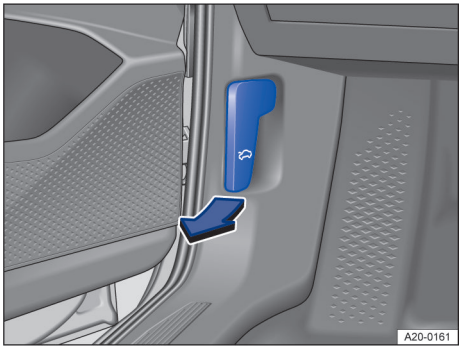

Fig. 191 Au plancher gauche : levier de déverrouillage du capot avant (schéma de principe)
2. Ouvrez la porte avant gauche et tirez le levier de déverrouillage dans le sens de la flèche → fig. 191.